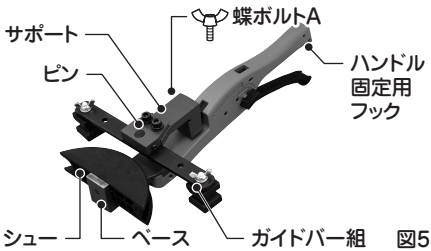

図5
② サポートを芯棒にセットし、蝶ボルト A を締めます。（図 5）
③ ベースを本体先端の穴に差込んで溝にはめ込みます。（図 5）
④ ガイドバー組のピンをサポートの穴に差込み、固定します。（図 5）
⑤ 使用する管サイズに合ったシューをベースに取付けます。（図 5）
⑥ ガイドのサイズと管のサイズをシューと向き合うように合わせます。